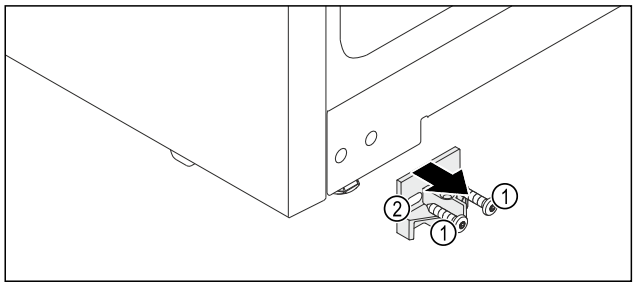

Fig. 12
▶ Extrageți prin rotire șuruburile *Fig. 12 (1)*.
▶ Extrageți piesa de susținere *Fig. 12 (2)* spre partea frontală.